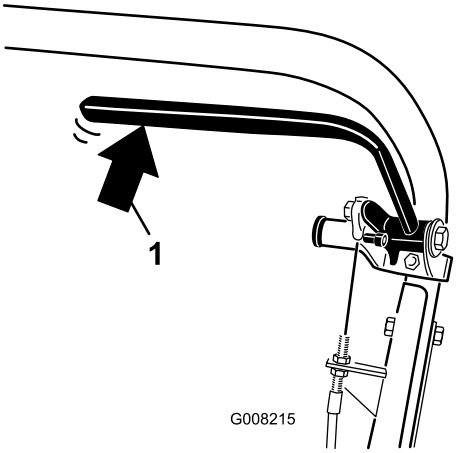

Figur 35
2. Bruk en fjærvekt og trykk bakover på servicebremsespaken (Figur 35). Parkeringsbremsen skal slippe når det påføres 13,5 til 18 kg kraft. Hvis parkeringsbremsen slipper før 13,5 til 18 kg kraft er påført, må bremsekabelen justeres. Gå videre til trinn 3.